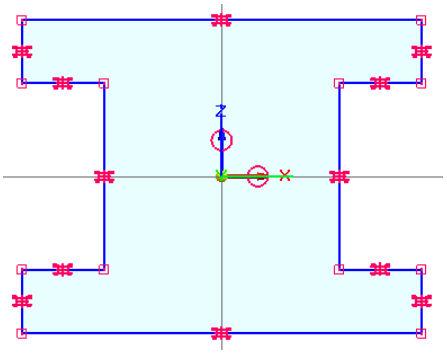

Figure 3-36 *Profile after adding relationships*
13. Press the ESC key to exit the current tool. The sketch after adding all relationships is shown in Figure 3-36. Notice that all the relationships handles are displayed on the sketch.